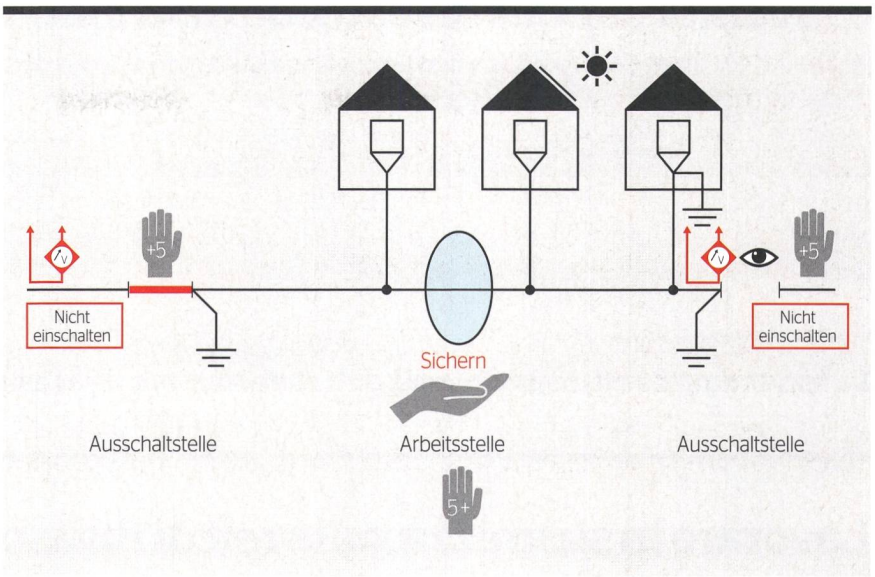

Bild 2 Arbeiten an einer Ringleitung mit Muffen.
- Handelt es sich um eine Ringleitung und sind am Kabel zusätzliche Verbraucher angeschlossen, ist das Leitungsstück beidseitig nach allen 5 Sicherheitsregeln freizuschalten und zu sichern **(Bild 2)**. Zusätzlich muss das Arbeiten an der Arbeitsstelle nach den 5 lebenswichtigen Regeln vorbereitet werden.